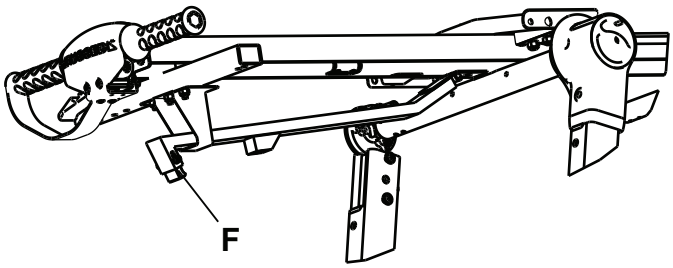

Figure 17 – Réglage de l'extrémité du crochet
2. Essayer de décharger la civière d'un véhicule pour confirmer que le crochet de sécurité se fixe à la plaque d'arrêt. À l'aide d'une clé hexagonale M5, ajuster l'extrémité du crochet (F), au besoin, pour s'assurer que le crochet de sécurité et la plaque d'arrêt s'enclenchent lors du déchargement (Figure 17).